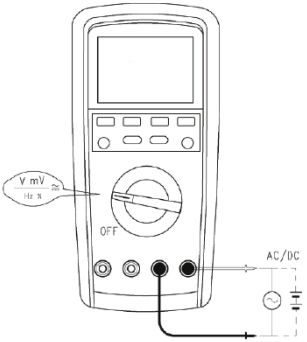

Рис. 2 Измерение напряжения переменного и постоянного тока
7.1 Измерение напряжения переменного и постоянного тока (см. рис. 2)